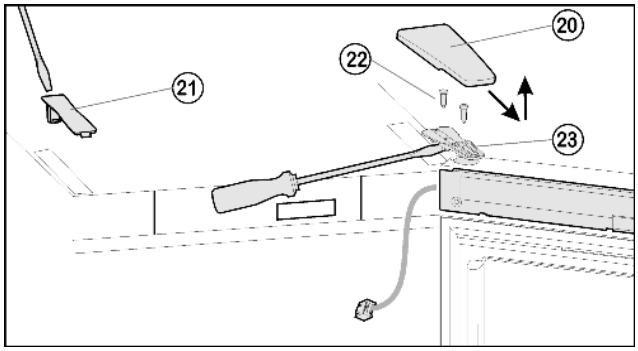

Fig. 10
- ▶ Abdeckung *Fig. 10 (20)* nach vorne und oben abziehen
- ▶ Abdeckung *Fig. 10 (21)* abheben.
- ▶ Schrauben *Fig. 10 (22)* ganz herausdrehen.
- ▶ Tür komplett mit Lagerbock *Fig. 10 (23)* und Kabel nach oben abnehmen. Zum Lösen evtl. vorsichtig mit Schlitzschraubendreher unter den Lagerbock hebeln.